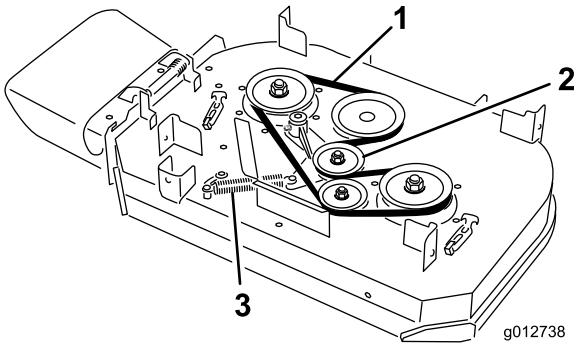

Figur 65
4. Fjern fjederen fra ankerpinden på styreremskivens arm (Figur 65).
5. Fjern den slidte plæneklipperrem (Figur 65).
6. Monter den nye plæneklipperrem omkring koblingsremskiven, klippeskjoldets remskiver og styreremskiven (Figur 65).
7. Monter fjederen på ankerpinden på styreremskivens arm (Figur 65).
6. Monter den nye plæneklipperrem omkring skjoldets remskiver og styreremskiven (Figur 65).
5. Fjern fjederen fra ankerpinden på styreremskivens arm (Figur 65).
6. Fjern den slidte plæneklipperrem (Figur 65).
7. Monter den nye plæneklipperrem omkring klippeskjoldets remskiver, koblingsremskiven og styreremskiven (Figur 65).
8. Monter fjederen på ankerpinden (Figur 65).